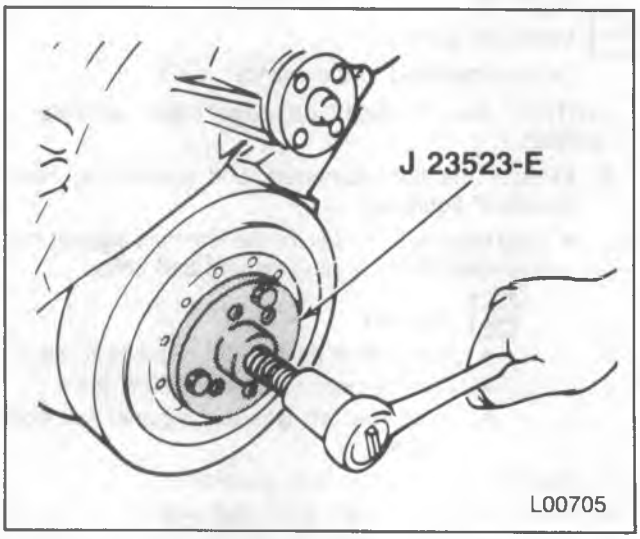

Figure 15—Removing the Torsional Damper
- Cylinder head bolts, in three steps, using the sequence shown in figure 15. Proper torque is 92 N•m (68 ft. lbs.).
Remove or Disconnect (Figure 15)
5. Torsional damper. Use J 23523-E (figure 15).